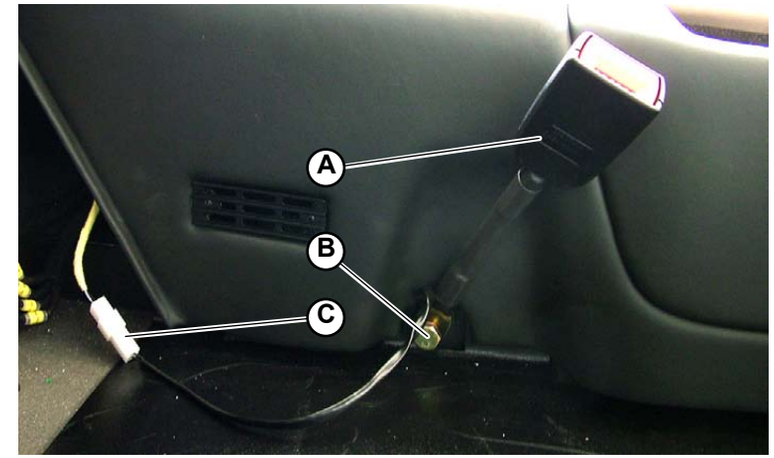

Fig.7
1. Secure the seatbelt buckle (**A-Fig.7**) to the car using the screw (**B-Fig.7**).
2. Connect the connection (**C-Fig.7**).